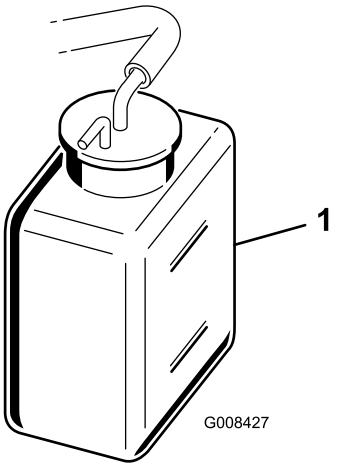

**Figur 30**
2. Kontrollera kylvätskenivån (Figur 30). Den ska ligga mellan de två strecken på reservtanken när motorn är kall.